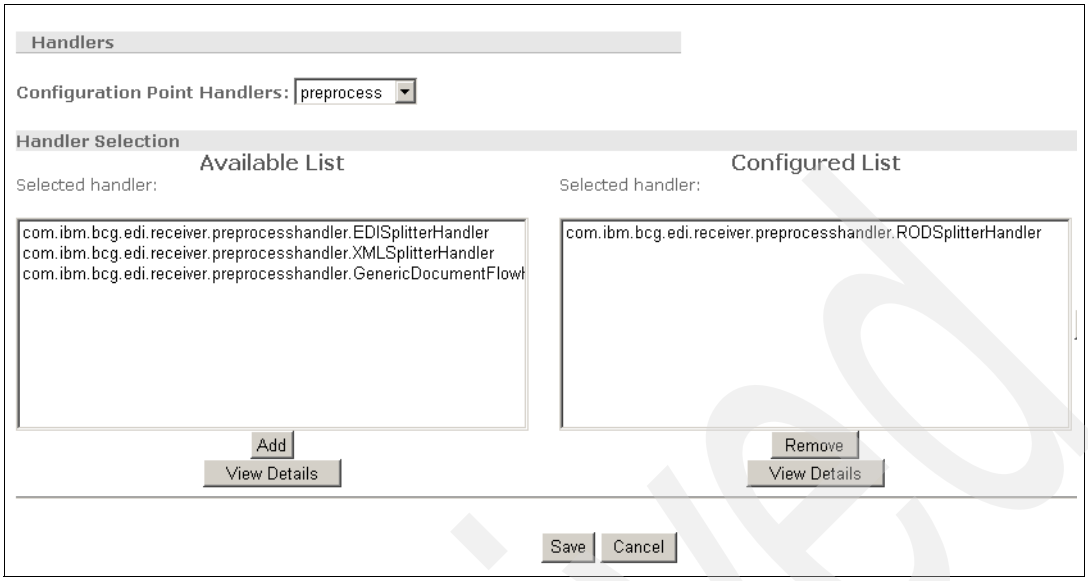

Figure 15-62 Creating a file directory target for ROD (2 of 2)
5. This brings up a two windows, from the available list of handlers on the left window select **com.ibm.bcg.edi.receiver.preprocesshandler.RODSplitterHandler** and click **Add**. This adds the handler to the right hand window, as shown in Figure 15-62 on page 518.